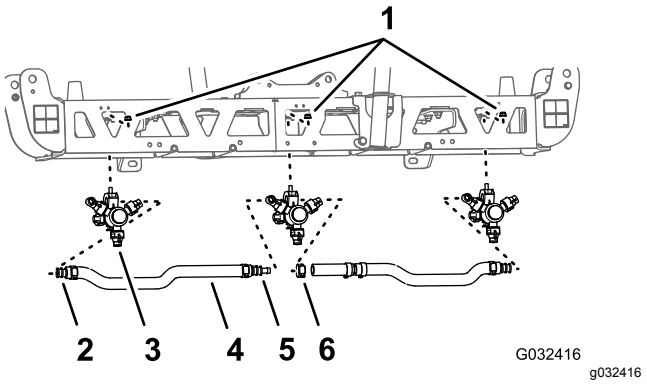
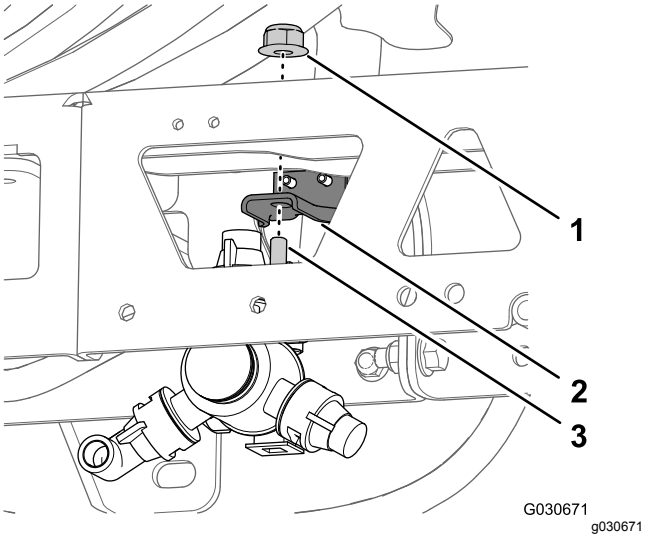

Figuur 70
Figuur 71
1. Verwijder op de middelste spuitboom de flensborgmoer waarmee de spuitdop bevestigd is aan de spuitdopbevestiging (Figuur 70 en Figuur 71).
3. Verwijder de spuitdop van de middelste spuitboom (Figuur 70 en Figuur 71).
5. Verwijder de slangen (binnendiameter van 3/4 inch), de stelen met slangribbel, de klemmen en de geribde T-fitting van de middelste spuitboom (Figuur 70).